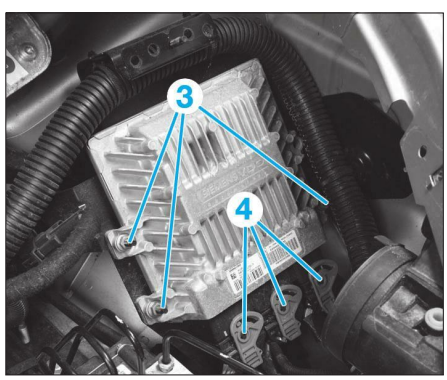

**Fig. 27**
• Déposer les écrous (3) **(Fig.27)**.
• Débrancher les connecteurs (4).